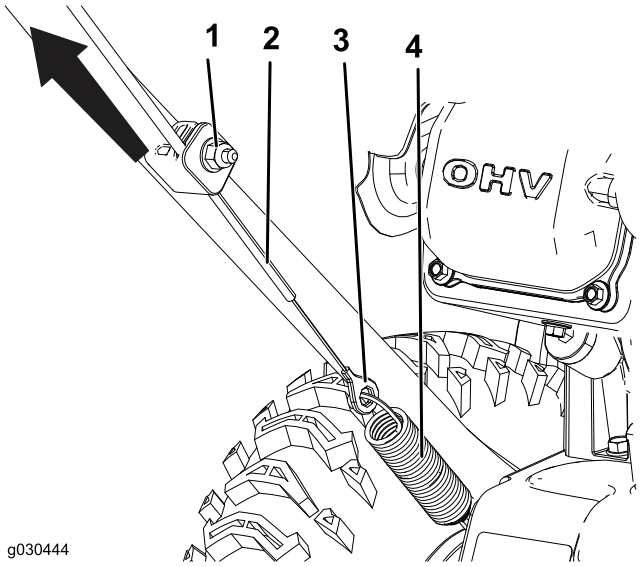

Figur 24
1. Lossa muttern på den nedre kabelklämman, men ta inte bort den (Figur 24).
2. Dra upp kabeln så att den spänns (Figur 24).
3. Håll kabeln i läge och dra åt muttern (Figur 24).